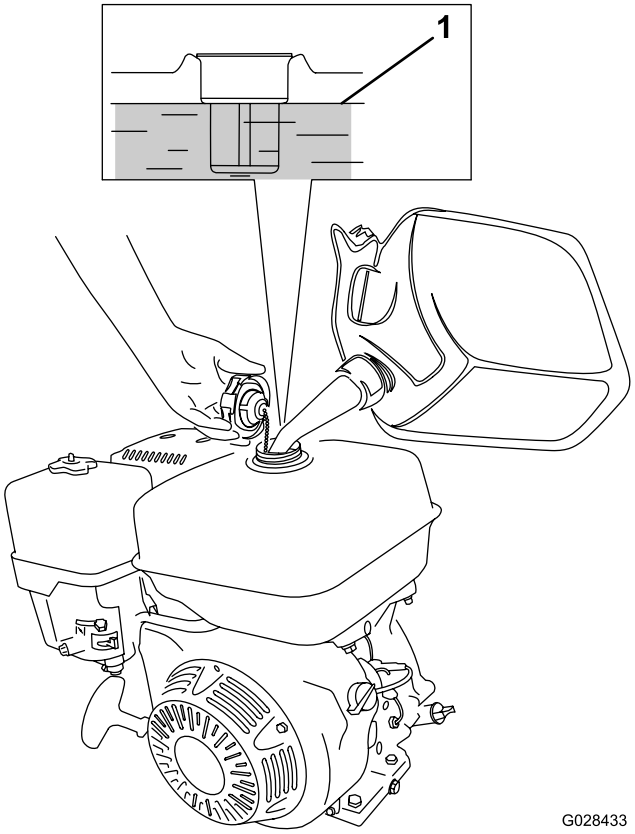

**Figur 23**
1. Rengjør rundt lokket til drivstofftanken, og ta av lokket (Figur 23). Fyll drivstofftanken til ca. 25 mm under toppen av tanken med blyfri bensin (min. 87 oktan) for å gi rom til at drivstoffet utvider seg.